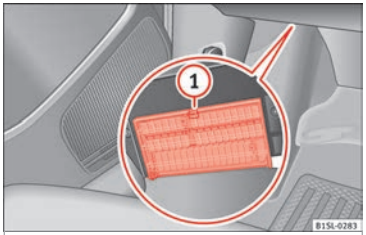

Fig. 143 Below the driver side dash panel: fuse box cover
- *Opening:* Press the unlock button ››› **Fig. 143** (1) until it is possible to open the cover. Fold the cover down.
- *Closing:* Fold the cover up in the opposite direction to the arrow until it clicks into the locking lever (1).